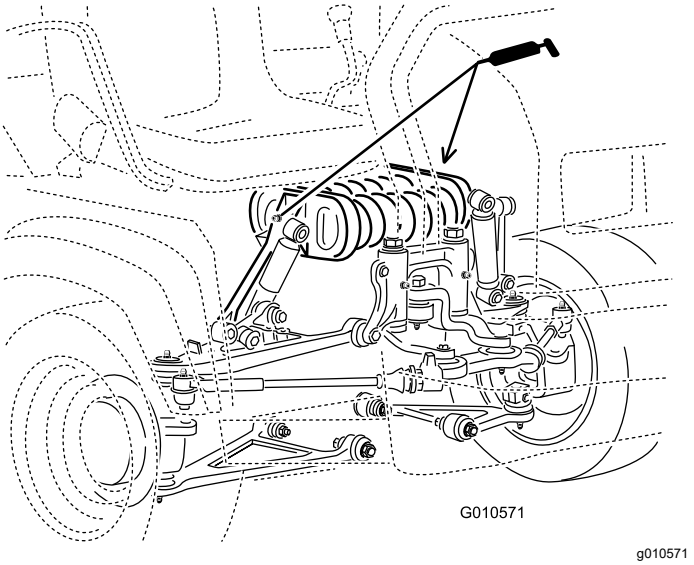

Figur 30
- **Fjederstamme (2)**, se Figur 30